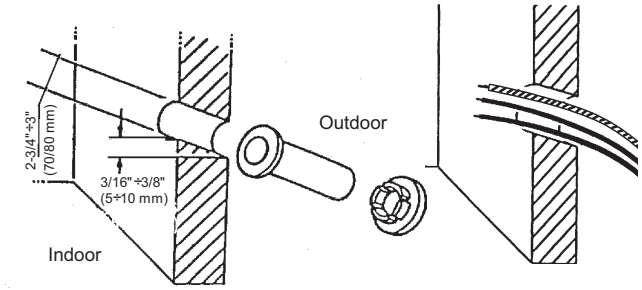

Fig. 22 - Drilling for Connections
f. Drill a 2-3/4 in. (70 mm) hole in the wall with a 3/16 in. to 3/8 in. (4.8 - 9.5 mm) slope toward the outside (see Fig. 22). This hole will be used for the piping (refrigerant and condensate) and control wiring